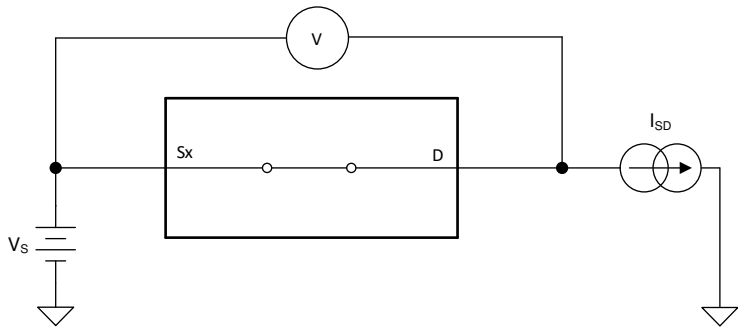

図 8-1. オン抵抗測定時の構成
デバイスのオン抵抗は、デバイスのソース・ピン (Sx) とドレイン・ピン (D) の間の抵抗値 (Ω) です。オン抵抗は、入力電圧と電源電圧によって変化します。オン抵抗は、記号 R_{ON} を使用して示されます。R_{ON} の測定時に使用する構成を次の図に示します。図 8-1 に、この構成で測定された電圧 (V) と電流 (I_{SD}) を使用して、式 $R_{ON} = V / I_{SD}$ により R_{ON} を算出する方法を示します。